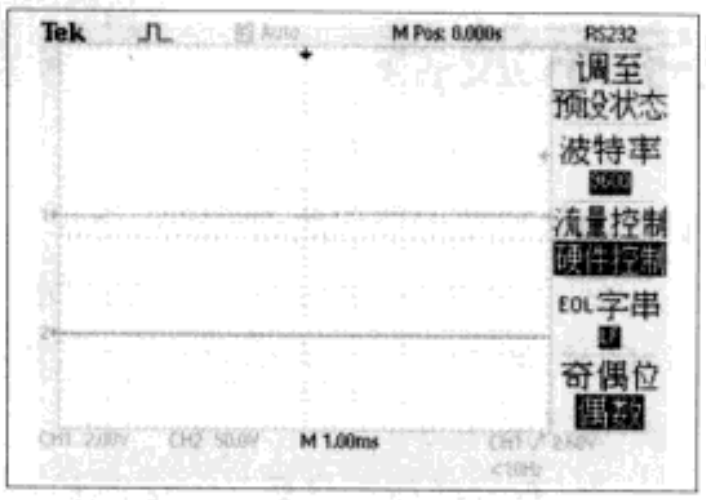

图4 按“RS232设置”按钮后的屏幕显示
(4) 再按一下屏幕右侧“显示屏按钮”的第3个按钮，即屏幕上“RS232设置”对应的右侧按钮(注：RS232是8位串行通信标准，它使示波器能够与诸如计算机、终端或打印机等的外部RS232设备进行通信。)，这时屏幕显示如图4所示。
在图4界面下，按“波特率”右侧按钮，可以改变波特率大小，同理按“流量控制”、“EOL字串”和“奇偶位”右侧对应按钮，均可改变设置。但这里希望读者按图4进行设置，即“波特率”选“9600”；“EOL字串选“LF”等，否则可能出现麻烦。